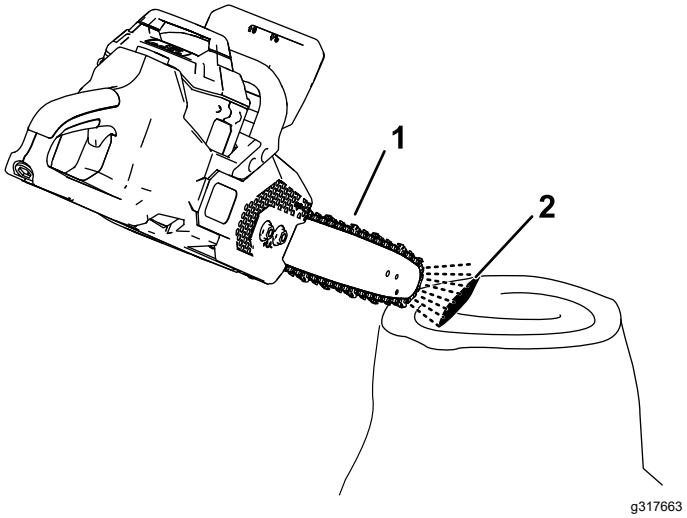

**Rysunek 26**
2. Aby zapewnić przepływ oleju do łańcucha nakieruj czubek prowadnicy piły łańcuchowej tak, aby znalazł się kilka centymetrów nad powierzchnią (np. papieru, kartonu, pnia) i uruchom piłę łańcuchową. Na powierzchni powinna być widoczna lekka mgiełka oleju (Rysunek 26).